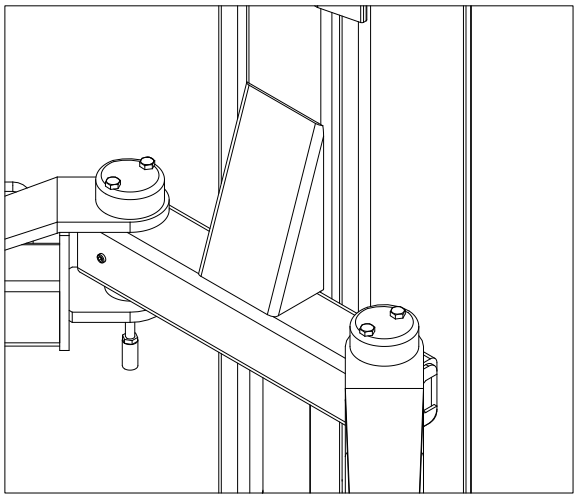

Abb. 37
• Drücken Sie Heben und fahren Sie die Hubwagen auf etwa 70 cm über dem Boden. Drücken Sie danach Verriegeln. STELLEN SIE DEN HAUPTSCHALTER (IG) AUF 0 UND TRENNEN SIE DIE STROMVERSORGUNG DER HEBEBÜHNE.
• Setzen Sie die Tragarme in die Hubwagenaufnahmen ein und führen Sie die Bolzen gemäss Abb. 37 durch die Aufnahmebohrungen. Die Einfahrtrichtung beider Tragarme muss der Einfahrtrichtung des Fahrzeugs entsprechen.